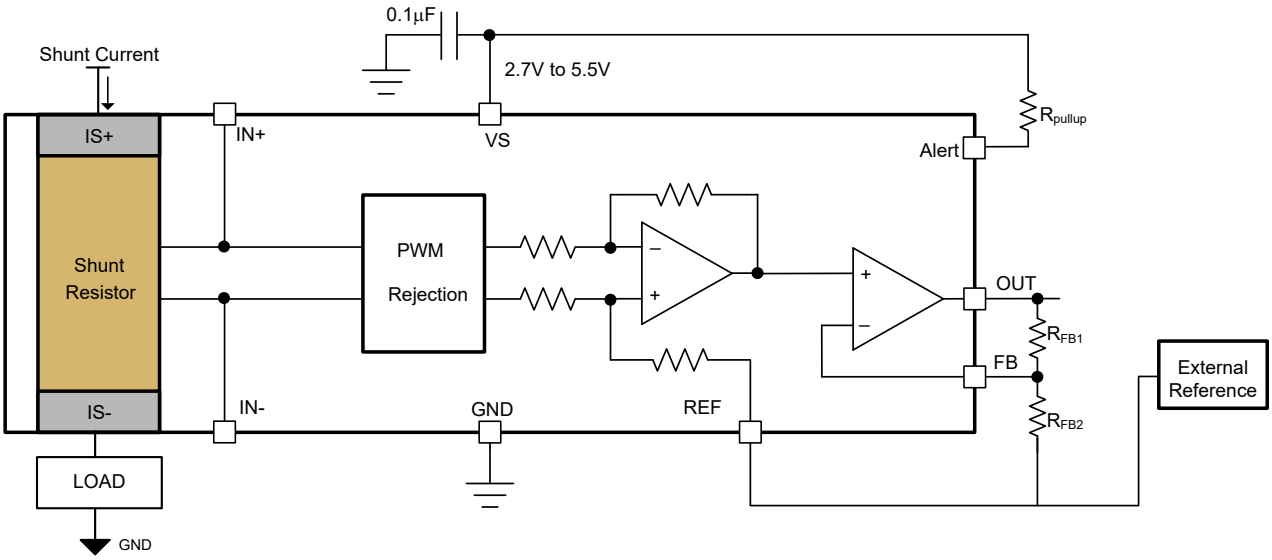

図 6-8. 外部抵抗分割器による調整可能なゲイン設定
INA750x は、2 つの外付け抵抗ネットワークでゲインを調整可能です。デフォルトのゲインは 40mV/A であり、外付けの可変ゲイン抵抗ネットワークを追加することで、総ゲイン (G) は最大 800mV/A の範囲に対応できます図 6-8 に、外付けゲインを追加するように構成された 2 つの外付け抵抗 R_{FB1} および R_{FB2} を示します。式 2 は外部可変ゲインの計算に使用でき、式 3 は外付け可変ゲインでのシステムの合計ゲインを示します。リファレンス ピンによる出力の調整に示すように、REF ピンと抵抗 R_{FB2} の一方の端は、OUT ピンで必要な電圧に基づいて、外部リファレンスに接続されています。